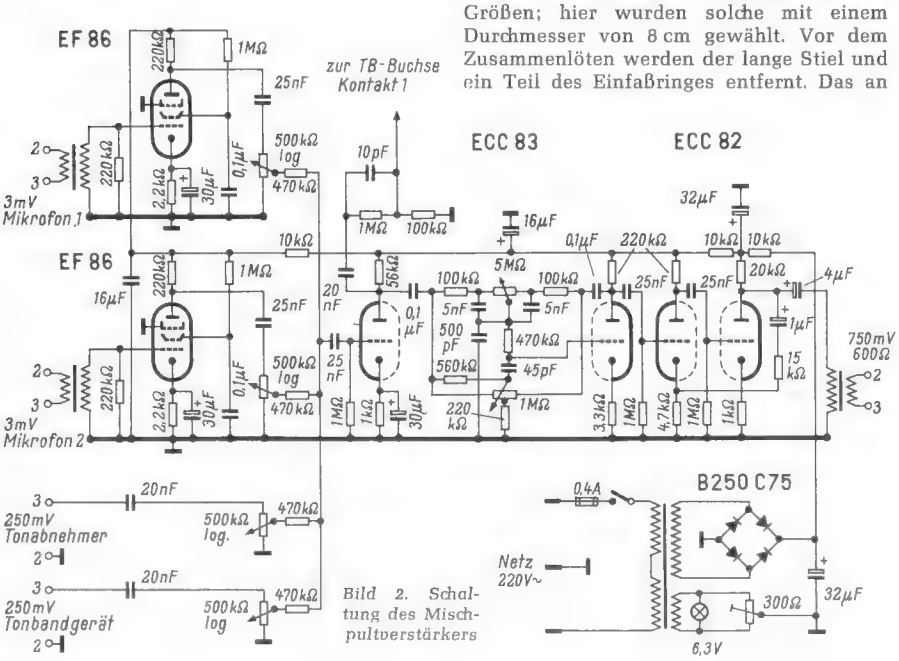

*Bild 2. Schaltung des Mischpultverstärkers*
*Bild 2. Einzelteile und Aufbau der Windschutzkugel; a = ein einzelnes Sieb, b = die Öffnung für das Mikrofon im unteren Sektor des Siebes, c = die durch Zusammenlöten zweier Siebe entstandene Kugel, d = die Gurtbänder an der Öffnung für das Mikrofon*